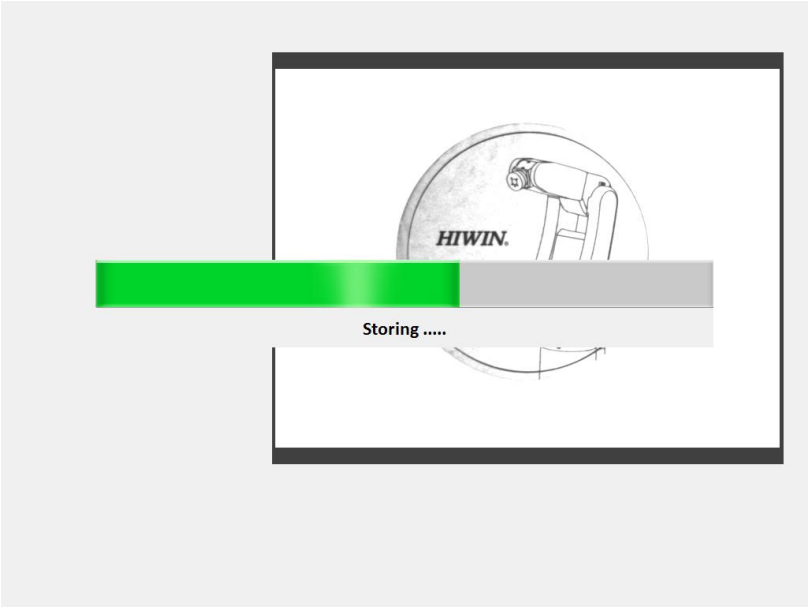

Figure 9-7 Program shutdown progress display
(3). As shown in Figure 9-7, the program will display the shutdown progress. After the program is closed, the program ends.